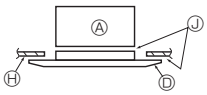

Fig. 9-6
9.4.2. Temporary installation of the grille (Fig. 9-6)
- By tightening the pre-installed screws, fix the grille onto the main unit. (Fig. 9-6)
- **After tightening the screw, confirm that the two grille hooks (Fig. 9-6) are latched onto the hooks on the main unit.**